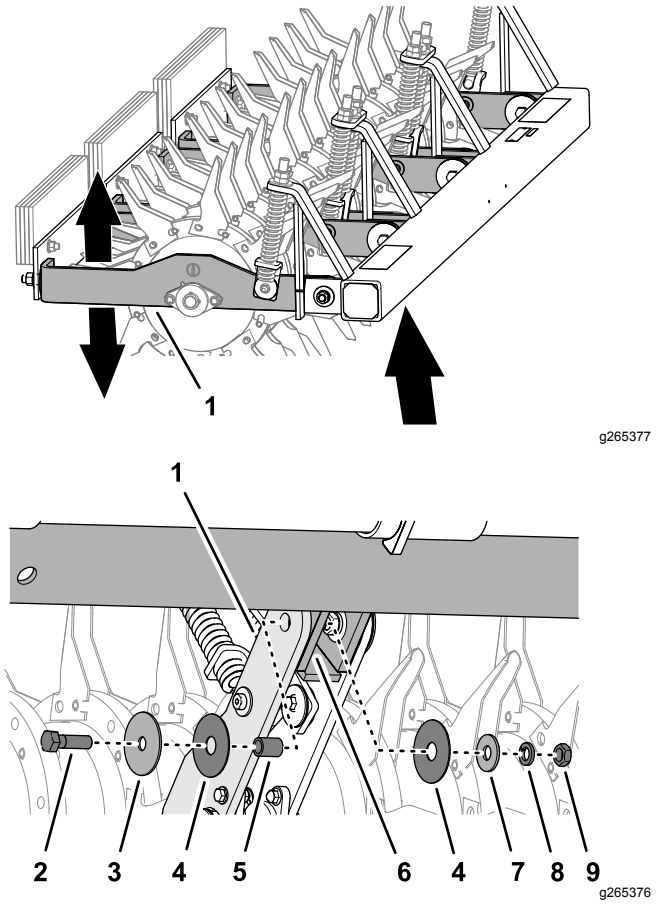

Figuur 28
De 6 hoofdarmen kunnen vrij in horizontale en verticale richting bewegen zodat ze de contouren van de grond kunnen volgen. Tussen de hoofdarmen en de montagebeugels van het frame is een bronzen lager in de scharniergaten gedrukt (Figuur 28).
2. Controleer of de 6 hoofdarmen vrij kunnen draaien (Figuur 28).
B. Verwijder de bout, moer, ringen en lagerbus waarmee de hoofdarm bevestigd is aan de montagebeugel van het frame (Figuur 28) en controleer het bevestigingsmateriaal op slijtage.
C. Monteer de hoofdarm op de montagebeugel van de hoofdarm; gebruik hierbij de bout, de moer, de ringen en het lager (Figuur 28).